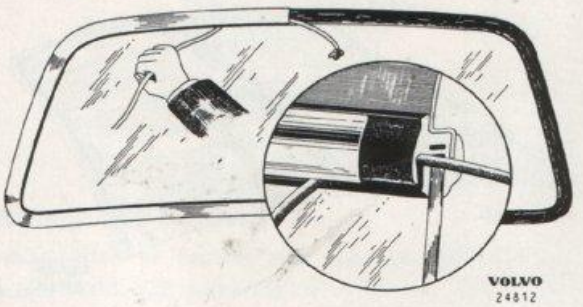

Bild 11-21. Montering av prydnadslist
2. Prydnadslistens fals tryckes därefter ner i gummilistens skåra varefter läderremmen drages bort. Gummilistens fals kryper härvid upp över prydnadslisten, se bild 11-21.